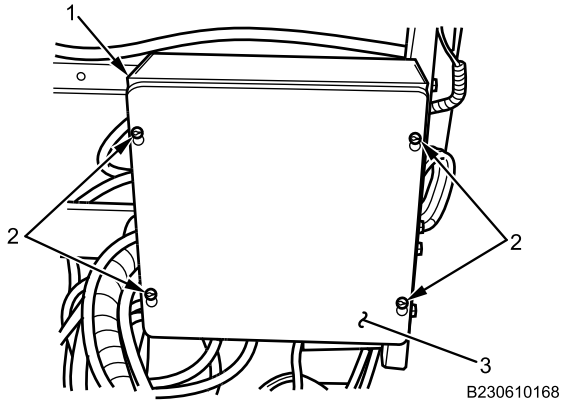

Figure 6. GFE Terminal Box Cover.
2. Install GFE terminal box cover (Figure 6, Item 3) on GFE terminal box (Figure 6, Item 1).
3. Tighten four screws (Figure 6, Item 2) securely.